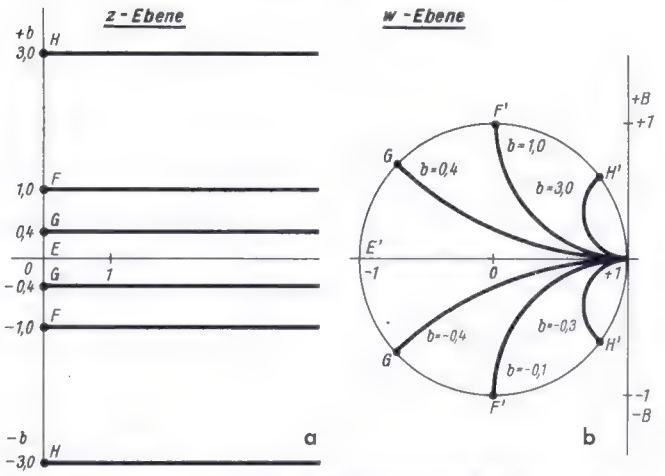

Bild 5. Linien konstanten Imaginärteils in der z-Ebene (Bild 5a) und in der w-Ebene (Bild 5b)
4) Umwandlung der Linien b = const. (Bild 5)